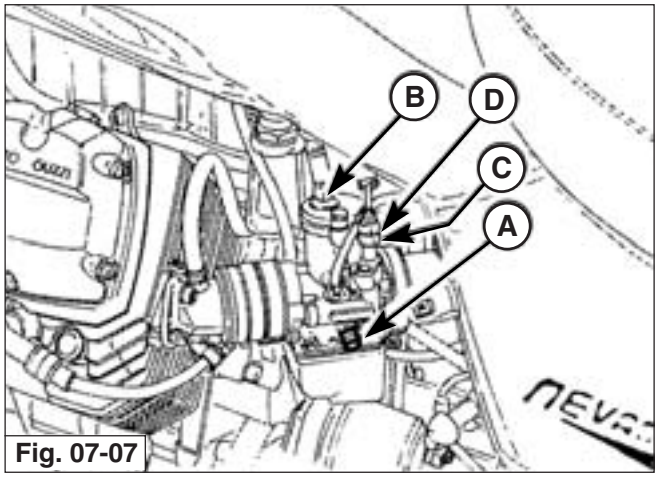

Fig. 07-07
- “CHOKE” **cold start** control lever (“E” in fig. 07-07) located on left side of handlebars.
Regolazione gioco cavi comando “Choke” (fig. 07-07 e 07-08)
Adjusting the «Choke» cable play (fig. 07-07 and 07-08)
- Per regolare il regime minimo a 1200÷1300 giri/min avvitare o svitare della medesima misura entrambe le viti “A” (Fig. 07-07).
- To adjust idle speed to 1200÷1300 rpm, tighten or loosen, by the same amount, both screws “A” (Fig. 07-07).
(figs. 07-07)